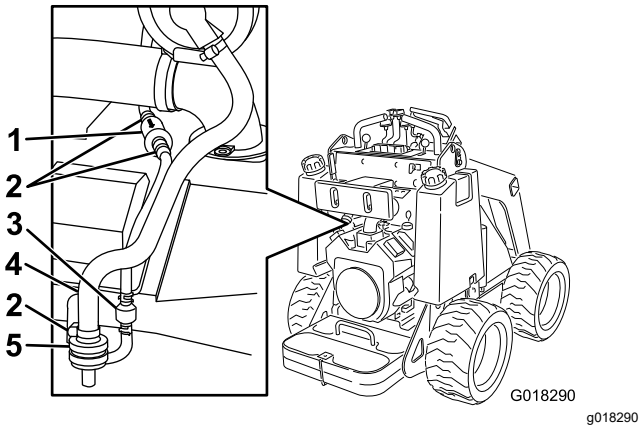

**Figuur 23**
3. Maak de slangklem boven het luchtfilter van de koolstofhouder los (Figuur 23).
4. Verwijder het luchtfilter en gooi het weg (Figuur 23).
5. Plaats een nieuw filter in de slang en bevestig het met de slangklem (Figuur 23).
3. De verende slangklemmen aan beide zijden van het purgeerlijnfilter van de koolstofhouder wegnemen van het filter (Figuur 23).
4. Verwijder het purgeerlijnfilter en gooi het weg (Figuur 23).
5. Monteer een nieuw filter op de slang. De pijl op het filter moet naar de afsluitklep wijzen. Bevestig met de slangklemmen (Figuur 23).